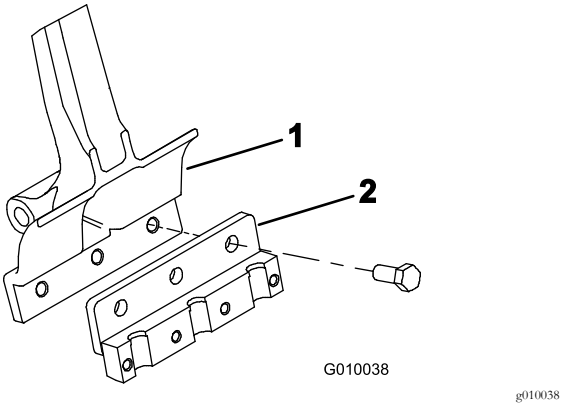

Figuur 22
3. Monteer een tandhouder op elke arm met behulp van 3 bouten (½" x 1¼") (Figuur 22). Draai de bouten aan tot 101,6 N·m.